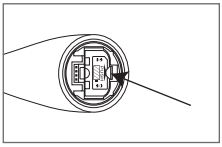

Figure 2
(2) Hold on to both battery tray buttons to release it. (Figure 2)